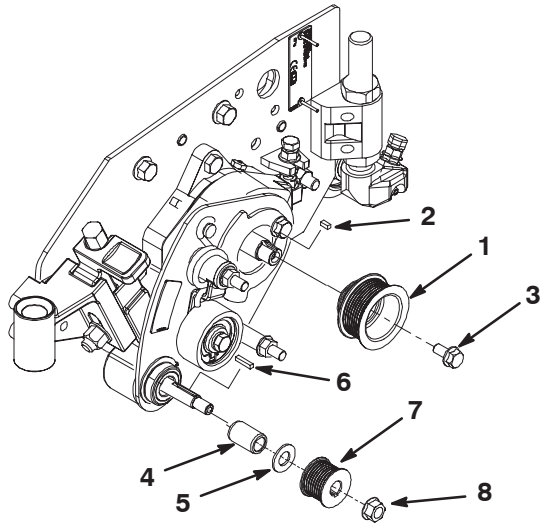

Figure 11
20. Mount the drive pulley to the drive assembly shaft with a .125 x .312 square key and a .312 x .62” lg. flange head screw (Fig. 11). Apply Loctite 242 to the threads of the screw. Torque the capscrew to 200 in–lbs.
21. Apply a film of grease to the pulley spacer (Fig. 11) and carefully insert it into the L.H. height of cut assembly Take care not to damage the seals in the height of cut assembly.
22. Insert the .474 ID x .938 OD x .065” thk. washer onto the groomer shaft (Fig. 11).
23. Loosely install the driven pulley to the height of cut assembly shaft with a square key and a 3/8–16 flange head nut (Fig. 11).